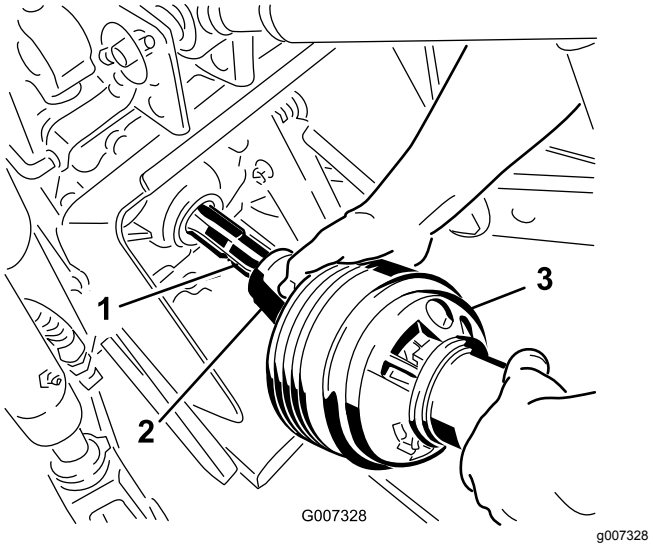

Rysunek 24
3. Podłącz wał PTO do wału PTO jednostki jezdnej (Rysunek 24).